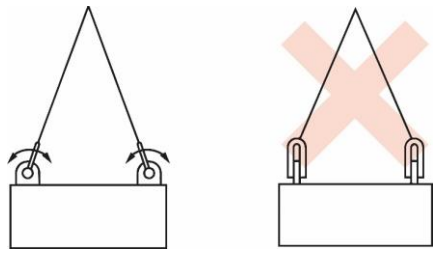

Figure 1
- Les manilles ne doivent pas être utilisées de manière à créer des charges latérales. En général, cela signifie que le corps de la manille doit être chargé le long de l'axe de sa ligne médiane (voir Figure 1).